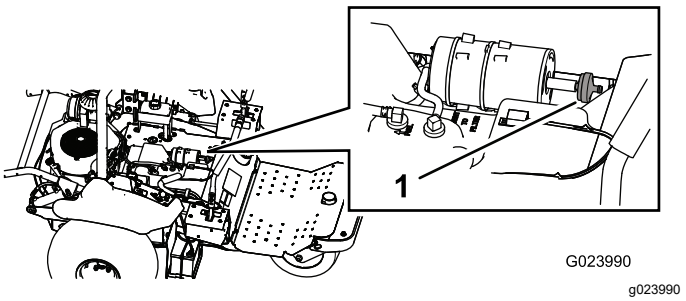

Figure 49
3. Disconnect the filter from the carbon canister (Figure 49).